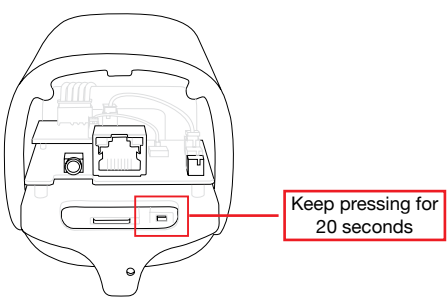

Fig. 2
2. You will find a small black reset button next to the MicroSD slot inside the camera. Keep pressing this reset button for 20 seconds. Once you release the button, the camera will start the reset process. **(See Fig. 2)**